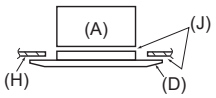

Fig. 9-6
9.4.2. Mise en place provisoire de la grille (Fig. 9-6)
- Fixez la grille sur l'appareil principal en serrant les vis mises en place au préalable. (Fig. 9-6)
Vérifiez qu'il n'y a pas d'espace entre l'appareil principal et la grille ou entre la grille et la surface du plafond. (Fig. 9-6)